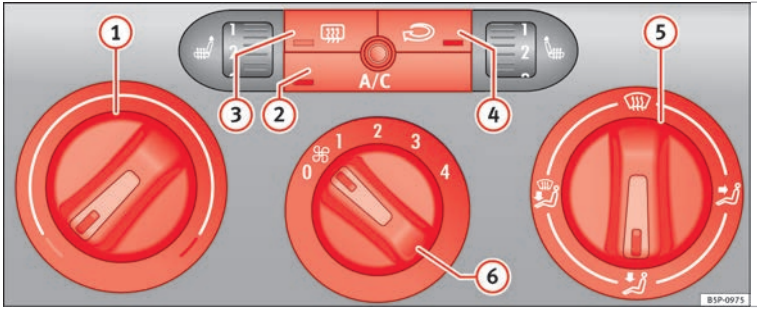

Fig. 116 On the dash panel: Climate controls.
– Turn the temperature selector ››› **Fig. 116** (1) clockwise to select the desired temperature.
Air recirculation mode »» Fig. 116 4 prevents strong odours or contaminated air from the outside from entering the vehicle, for example when passing through a tunnel or in a traffic jam.